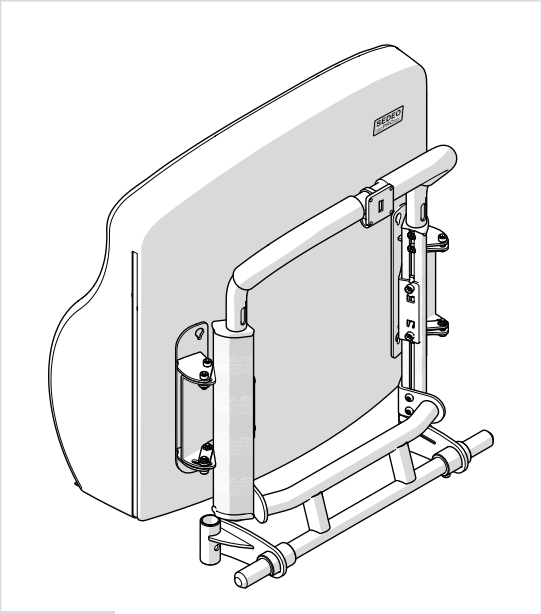

Fig. 5.14
- Sedeo Pro Rugleuning flexibel (fig. 5.14)